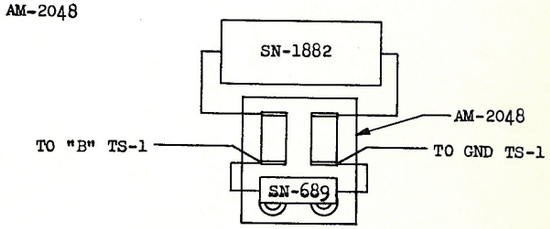

FIGURE 2
9. In AM-101-X only, connect an SN-1882 Capacitor (50 mf) and an SN-689 Resistor (15,000 ohms) in parallel to terminals 9 and 10 of AM-2048 and wire per Figure 2.